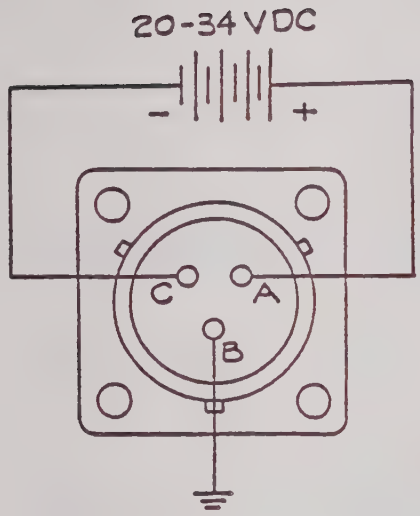

Figure 2-4. Power connections to the 2590FTS , to the connector labeled "24V 3A MAX".
1. Make power connections to the dc source as shown in Figure 2-4. Pin "A" is the dc + input, pin "C" is dc -, and pin "B" is earth ground.